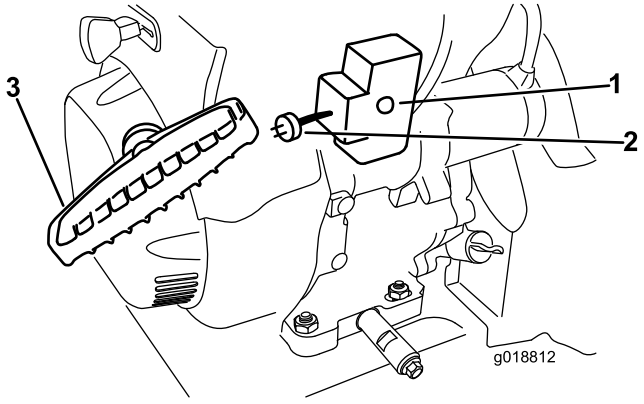

Figur 31
7. Start maskinen ved å dra i tilbakespolingsstarteren, eller trykke ned den elektriske startknappen (Figur 31).